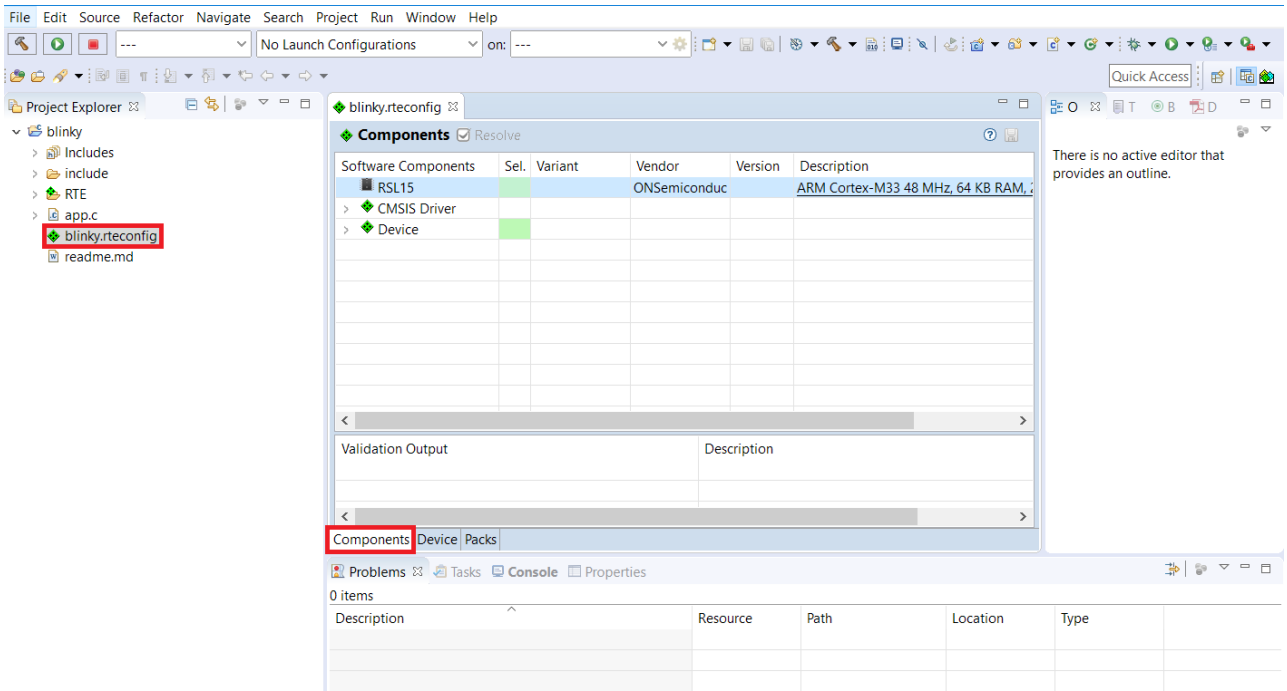

Figure 47. Opening the .rteconfig file in the onsemi IDE
1. From the C/C++ perspective, open any RTE configuration file, such as *blinky.rteconfig* (see the "Opening the .rteconfig file in the onsemi IDE" figure (Figure 47)).